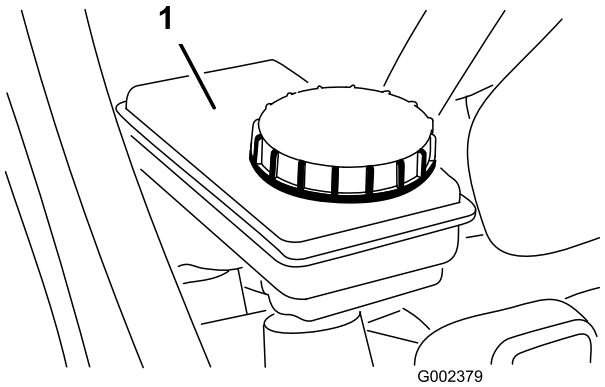

Figur 23
2. Væskestanden skal være op til linjen Full (fuld) på beholderen (Figur 23).